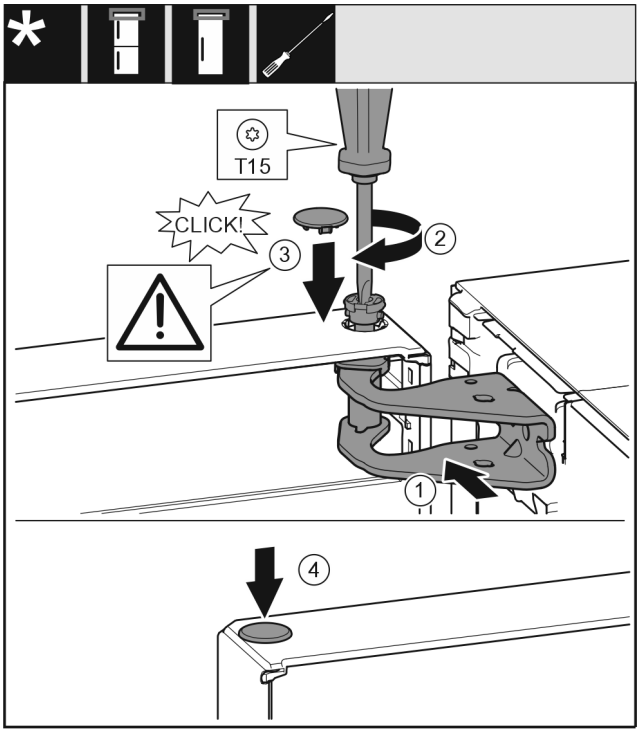

Fig. 58
- ▶ Nolīmeņojiet durvju augšdaļu pret atveri gultņa balstā *Fig. 58 (1)*.
- ▶ Ievietojiet tapu *Fig. 58 (2)* un pieskrūvējiet ar skrūvgriezi.
- ▶ Ievietojiet pārsegu *Fig. 58 (3)*.
- ▶ Pārbaudiet, lai pārsegs *Fig. 58 (3)* piekļautos pie durvīm.
- ▶ Ievietojiet pārsegu *Fig. 58 (4)*.